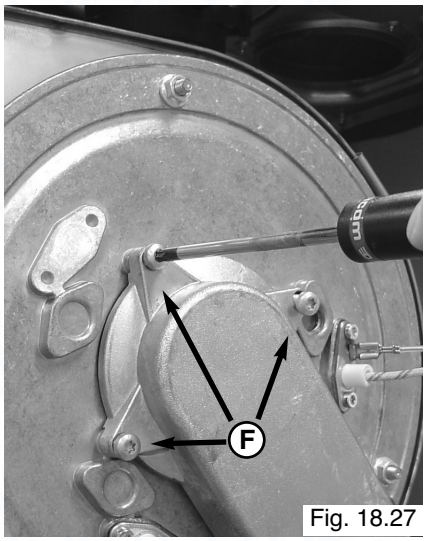

Fig. 18.27
2. Remove the 3 screws "**F**" from the air/gas manifold (Fig. 18.27)*;*